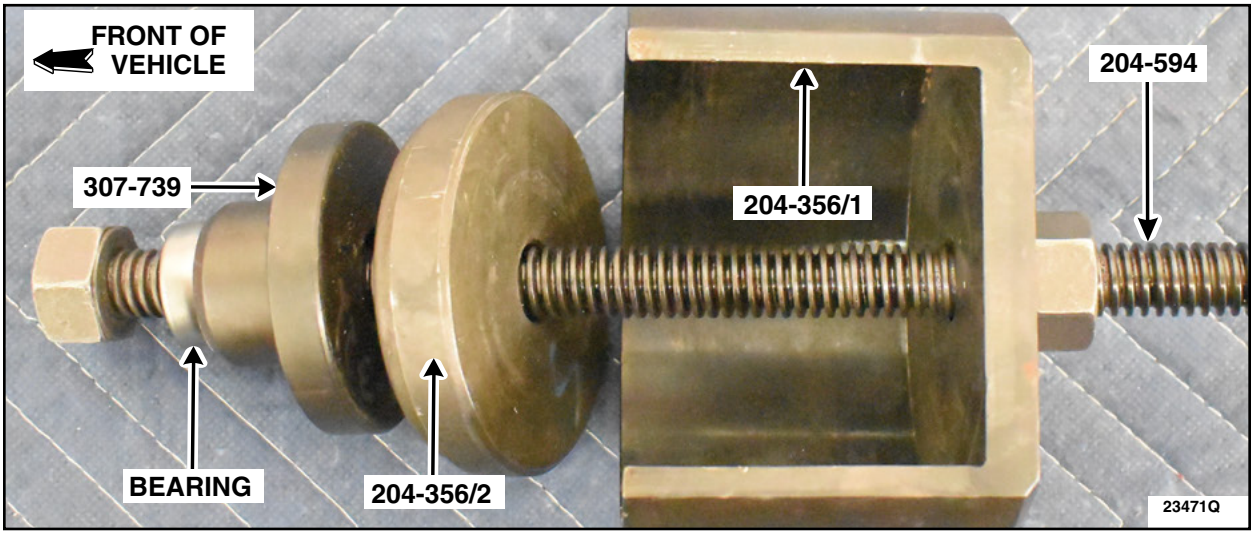

FIGURE 16
24. Using the ESST tools listed below, press out the rear axle assembly subframe bushing. See Figure 16. Click on the video link to see the bushing removal process: